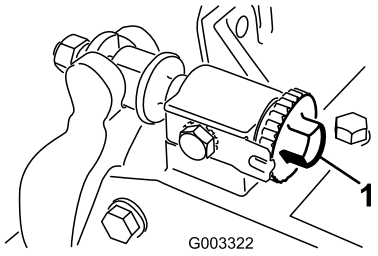

Figur 25
1. Lossa kontakten mellan cylindern och underkniven genom att vrida knivens justeringsreglage (Figur 25) moturs tills det inte förekommer någon kontakt längre.